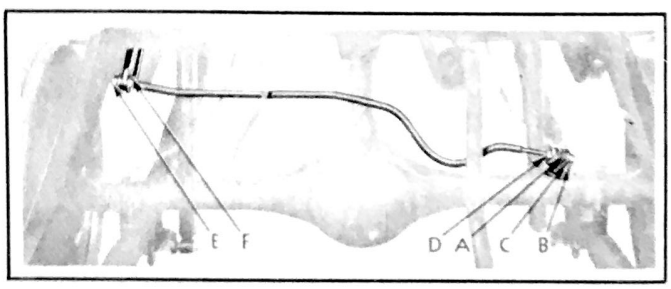

Figure 337 - Stabilizer Bar
REAR AXLE STABILIZING BAR REMOVAL is started at the rear axle end of the stabilizing bar by removing the outside nut (C), Fig. 337, the cushion (rubber) (A) and the cushion washer (B). Loosen the inside nut (D) and run it up on the threads. Push the cushion and washer up on the bar and remove the cushion spacer. At the frame end remove the pal nut and the hexagon nut (E). Remove the cushion, the washer and the spacer. Push the stabilizing bar toward the axle stabilizer bracket and remove the frame end of the bar from the frame. Do not lose or destroy the rubber grommet in the frame for the stabilizer bar guide rod (F) (welded to the bar). Pull the bar toward the frame stabilizer bracket and out of the axle stabilizer bracket.